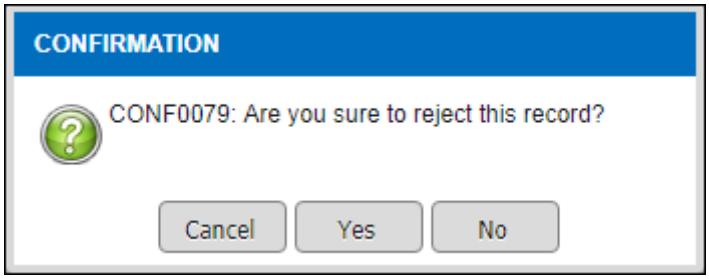

Figure 3.4.2-5 Save Record
- *Alert message will be displayed as per Figure 3.4.2-5.*